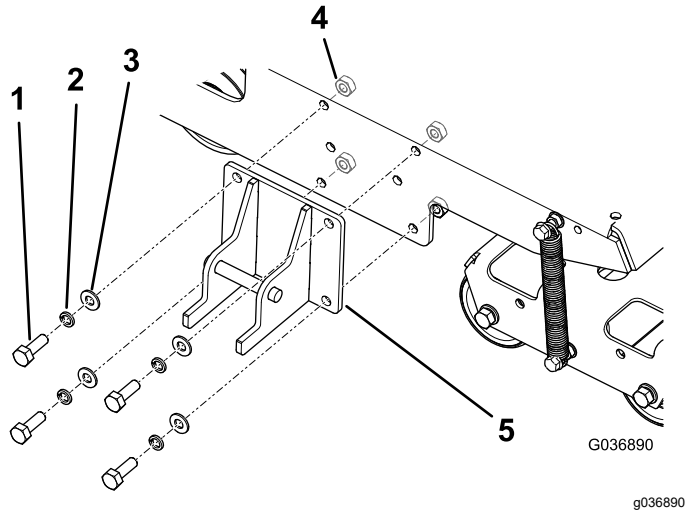

**Рисунок 4**
1. Установите стопорный кронштейн на раму машины, как показано на Рисунок 4.